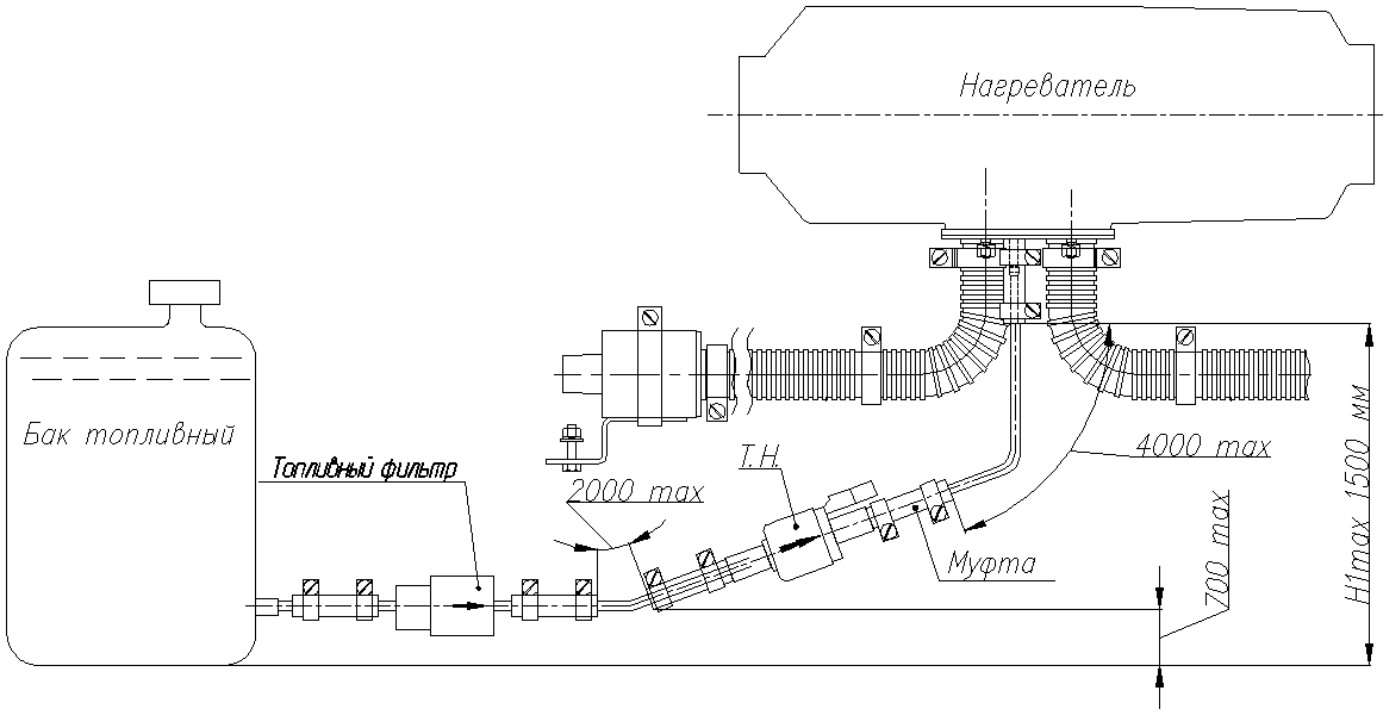
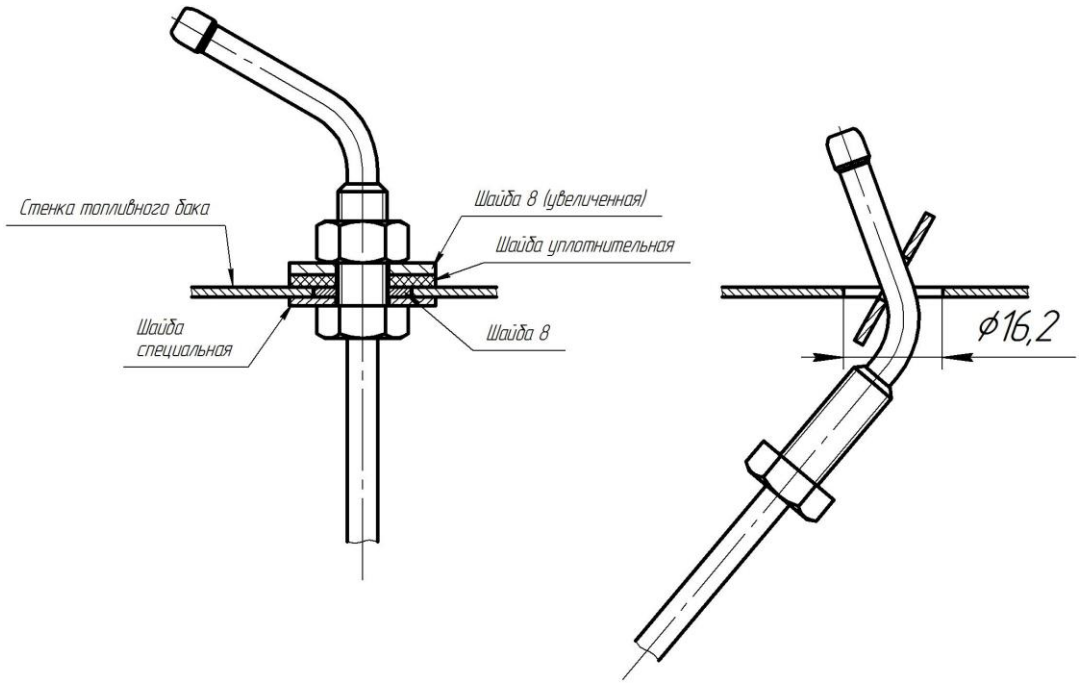
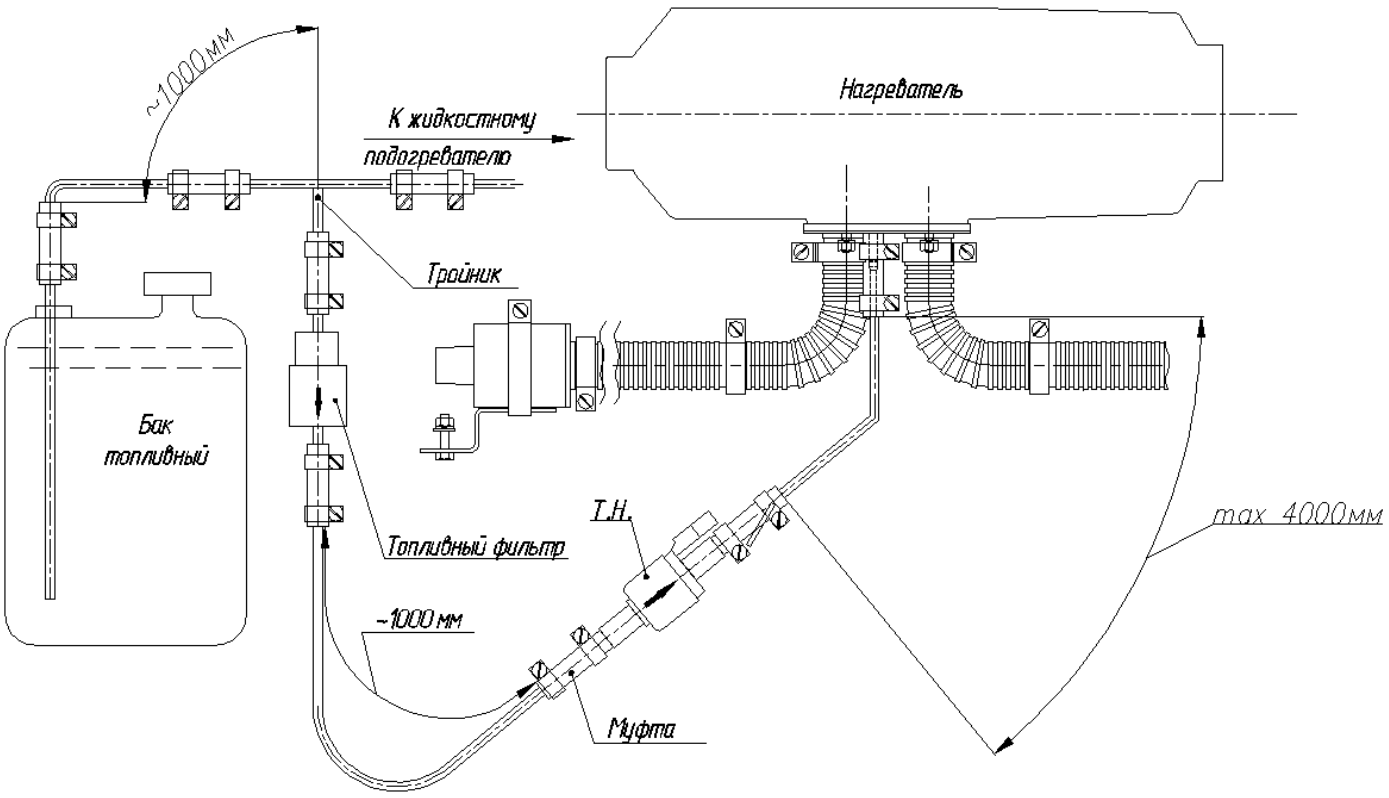

Рис.11 Схема монтажа топливной системы отопителя
Рис. 12 Схема монтажа топливозаборника
Рис.13 Схема монтажа топливной системы отопителя
Схема соединений узлов и деталей отопителя показаны на рис.11.
- топливную трубку нагревателя предпочтительней располагать выше максимального уровня топлива в топливном баке (см. рис. 11, рис. 13);
Схемы относительного расположения топливного бака, топливного насоса и нагревателя показаны на рис.11 и рис.13. Схема монтажа топливозаборника представлена на рис. 12